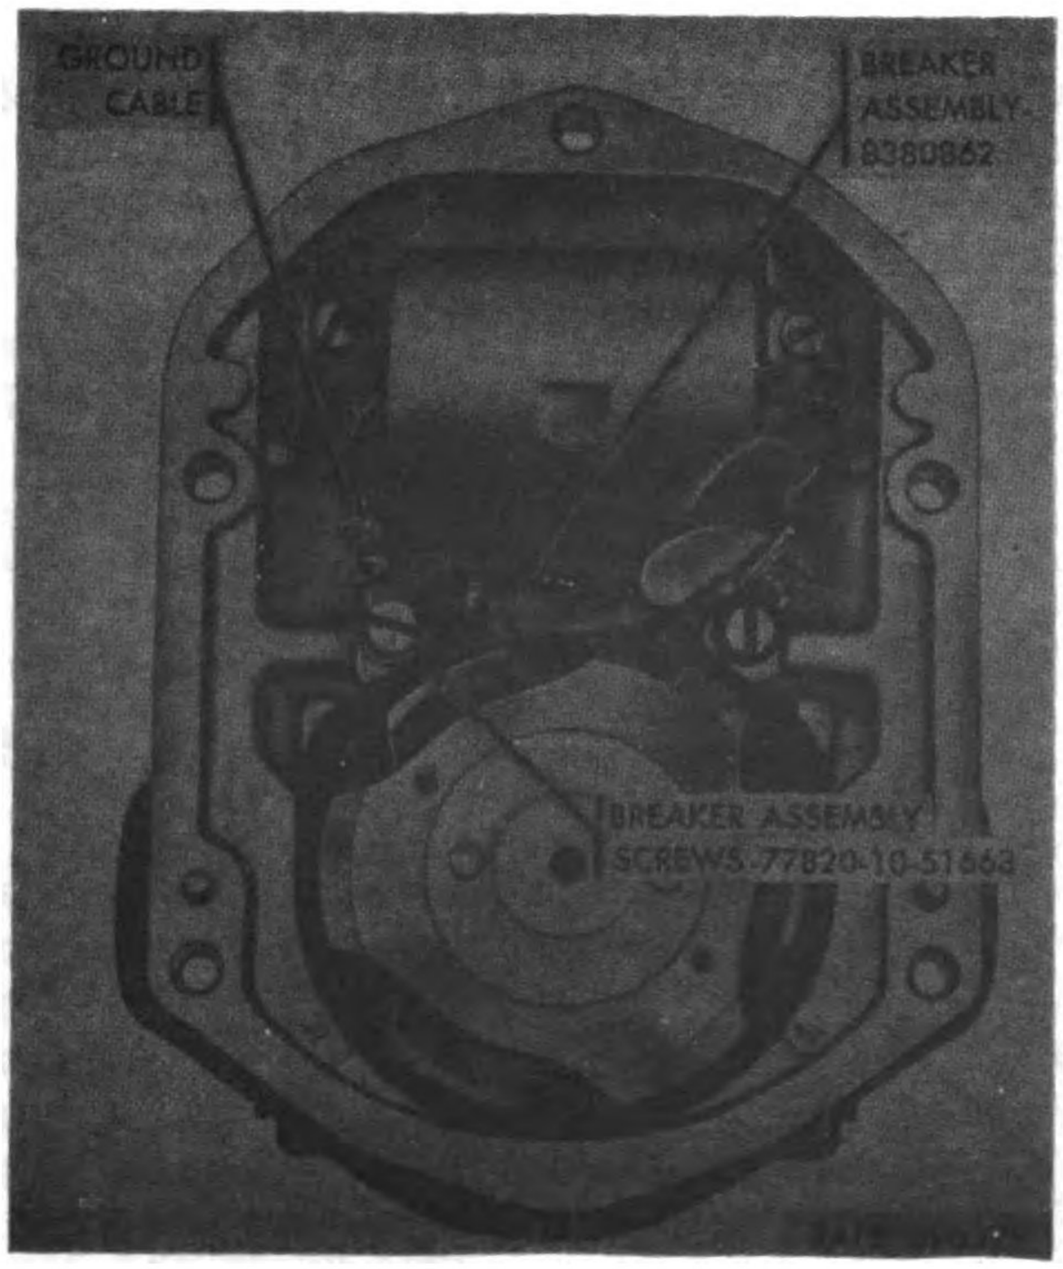

Figure 22. Correct position of breaker assembly.
a. Position the breaker assembly (RR, fig. 7; UU, fig. 8) in the housing and secure slotted end of the breaker assembly (fig. 22) and coil ground cable in place with screw (TT, fig. 7; WW, fig. 8) and plain washer (SS, fig. 7; VV, fig. 8).
d. In the event this does not occur, loosen the breaker assembly securing screws (fig. 22) and adjust the breaker assembly until the contact points are just opening when the timing marks are alined.